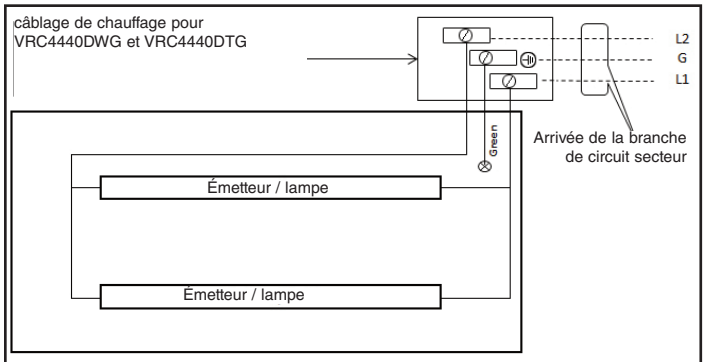

Figure 4B - Schéma de câblage (Modèle à deux éléments montré ici)
3. Branchez les deux autres câbles d'alimentation aux bornes L1 et L2 sur le bornier se assurant que les connexions sont bien serrées pour éviter la surchauffe. - Voir Schéma Fig.4B.